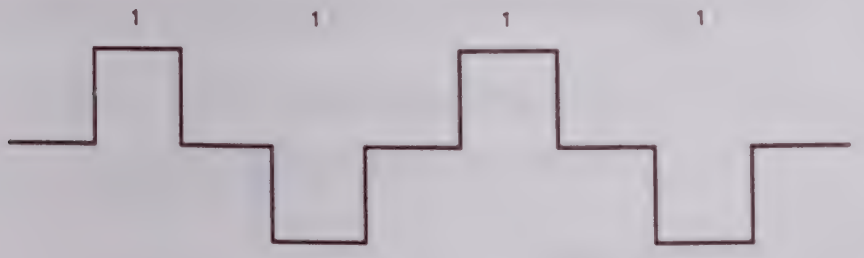

Figure 3.72. Data Pattern A, 1111
2. Type **PATTERN 1111<CR>**. These entries will produce data pattern A, see Figure 3.72. With your oscilloscope pin 11 of U18 for data pattern A.